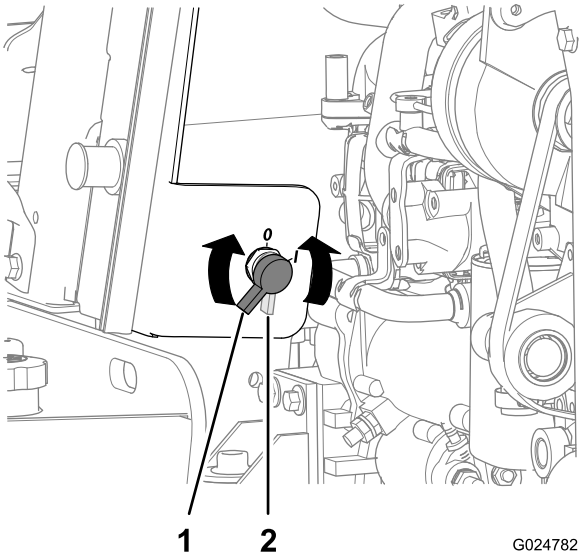

Figura 79
2. Collegate il cavo positivo del caricabatteria al morsetto positivo della batteria (Figura 79).
2. Ruotate l'interruttore di scollegamento della batteria in senso antiorario in posizione Off (Figura 79).
8. Ruotate l'interruttore di scollegamento della batteria in senso orario in posizione On (Figura 79).